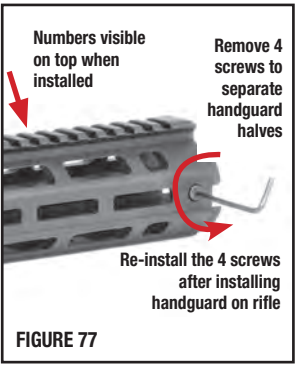

FIGURE 77
- Remove the four (4) screws that secure the handguard halves together (FIGURE 77) with a 5/64″ allen wrench.